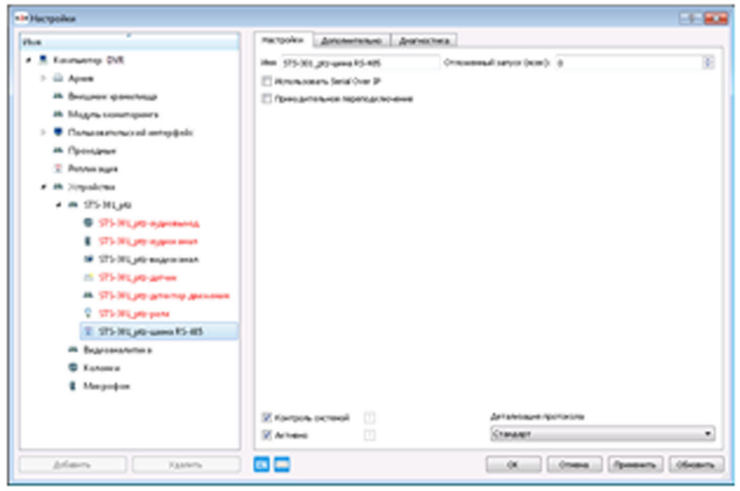

Рисунок 13 – Окно активации шины управления
2.3.4.5 Для управления поворотной видеокамерой необходимо активизировать шину управления RS-485 устройства STS-301, к которому подключена видеокамера, для этого ее необходимо выделить в дереве устройств и поставить галочку «Активно» в нижней части экрана (рисунок 13).